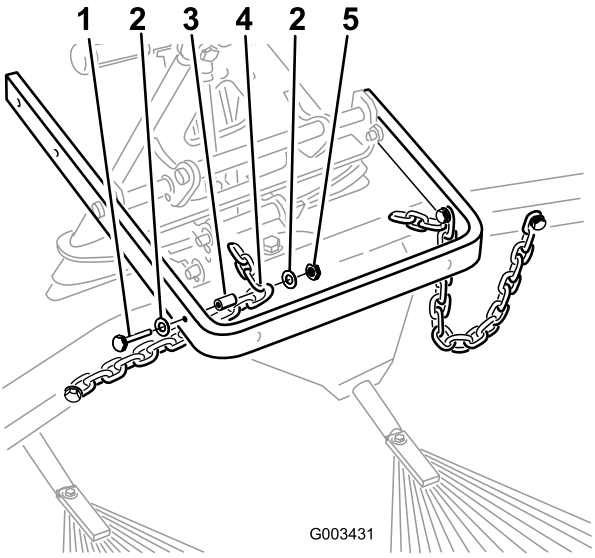

Figur 15
8. Fäst vardera kedjas tredje länk på insidan av lyftarmen med hjälp av de bultar, brickor, avståndsbrickor och låsmuttrar som togs bort tidigare (Figur 15).